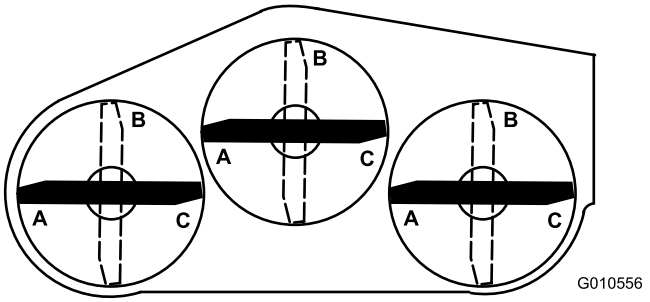
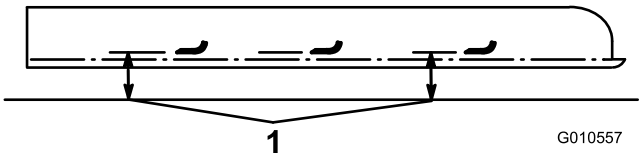

**Figuur 27**
**Figuur 28**
6. Plaats alle 3 messen in de stand A (Figuur 27) en meet vanaf het oppervlak tot de onderzijde van de punt van elk mes (Figuur 28) en noteer de meting.
7. Draai de messen naar stand B (Figuur 27), meet de afstand van alle messen tot het oppervlak en noteer de afstanden (Figuur 28).
8. Draai de messen naar stand C, voer de meting uit en noteer de gemeten afstand (Figuur 27 en Figuur 28).